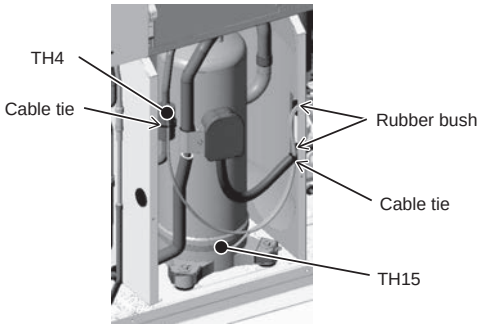

Figure 3
(3) Cut the two cable ties holding TH4 and TH15, and remove the wiring from the rubber bush on the right compressor cover. (See Figure 3.)